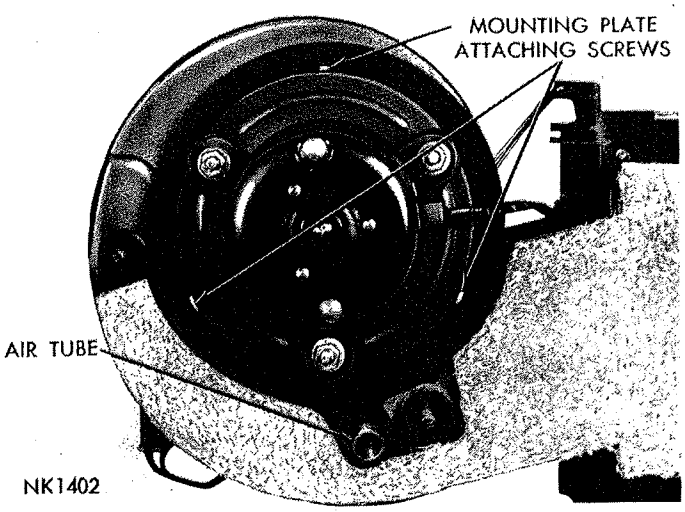

*Fig. 79—Blower Motor Installed*
(1) Disconnect feed wire at the connector and the ground wire. Remove air tube.
(2) Remove the three sheet metal screws located on the outer surface of mounting plate (Fig. 79).
(3) Remove mounting plate, blower motor and fan as an assembly.